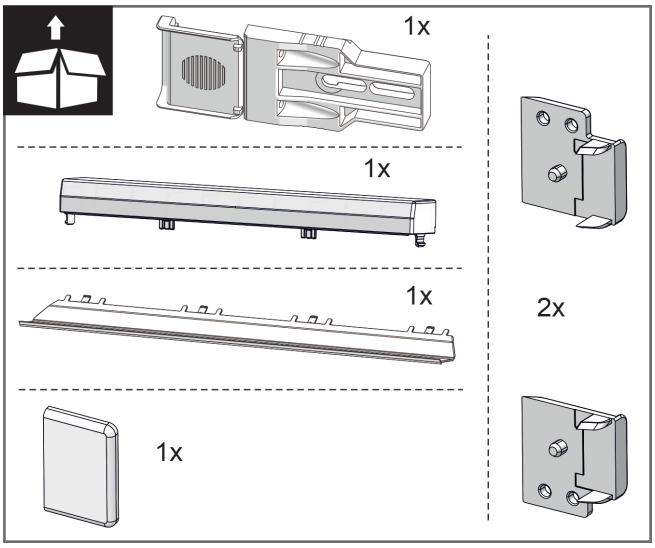
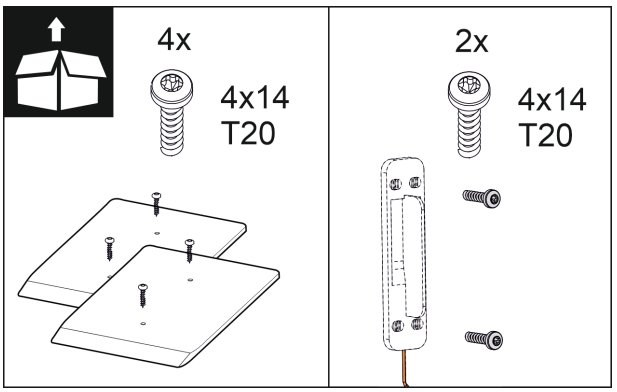

Fig. 10
Fig. 16
2. Meegeleverde montageonderdelen controleren. *Fig. 10 ()* tot *Fig. 16 ()*
Montagedelen meegeleverd *Fig. 10 ()* tot *Fig. 16 ()*